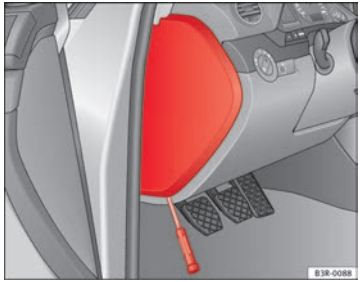

Abb. 188 Links in der Instrumententafel: Abdeckung des Sicherungskastens
– Zum Öffnen des Sicherungsdeckels ⇒ Abb. 188 einen Schraubendreher benutzen.